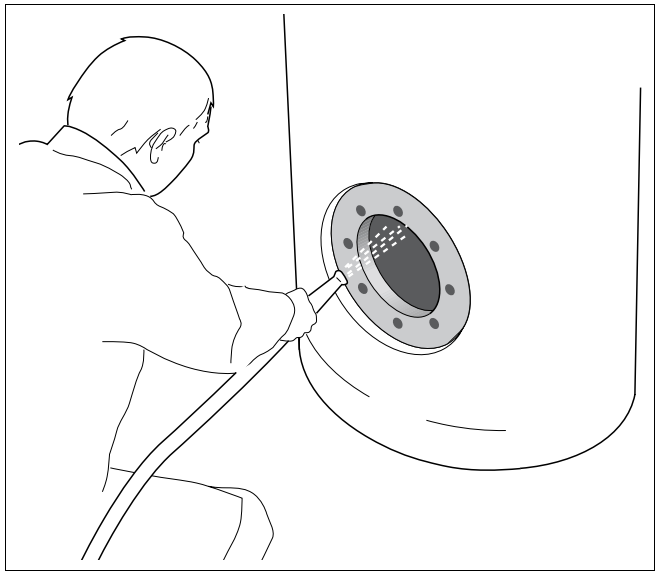

Afb. 11 Boiler uitspuiten
- Spuit de binnenkant van de boiler uit met een "scherpe" koudwaterstraal (ca. 4 – 5 bar overdruk) (afb. 11).